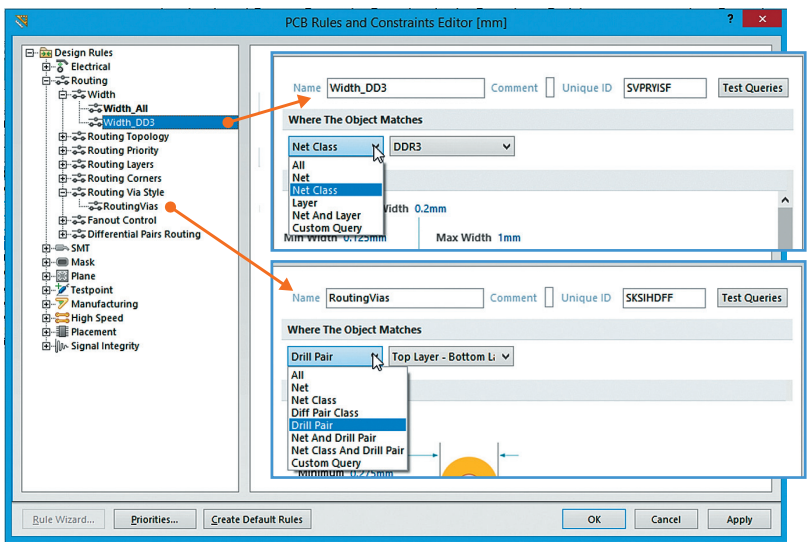

Рис. 2. Обновленная адаптивная настройка правил проектирования
2. Изменен интерфейс ввода правил и ограничений на основе выпадающих списков, позволяющих легко и быстро выбирать любые параметры и объекты проекта. Выпадающие списки адаптивно настроены в зависимости от работы с конкретным правилом (рис. 2). Одновременно сохранена возможность ручного ввода сложных запросов (Custom Query) в более сложных случаях на основе редакторов Query Helper и Query Builder.
Информацию о влиянии конструктивных особенностей микросхемы на время прохождения сигнала необходимо учитывать на этапе назначения входов/выходов (I/O) (рис. 2а) или после синтезирования прошивки FPGA. Значение Pin/Pkg Length вносится в свойства вывода (Pin Properties) в символе компонента в раздел (PCB Options) на этапе формирования библиотеки или на этапе проектирования схемы электрической, после передачи проекта в файл печатной платы значение длины передается в свойства контактной площадки (Pad) в раздел (Properties).